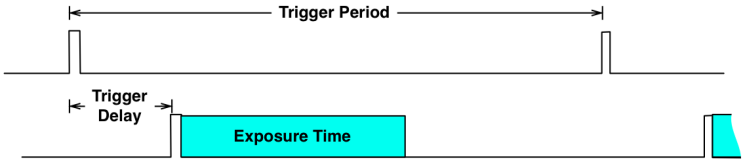

Figure 2-37. Relationship Between Trigger Period, Trigger Delay, and Exposure Time
- Trigger delay: number of microseconds delay after trigger is received and pattern is displayed. See Figure 2-37.
- Exposure time: number of microseconds the pattern is displayed. Input 0 to display the pattern through the whole trigger period. See Figure 2-37.
- Trigger period: number of microseconds delay between two consecutive patterns. See Figure 2-37.